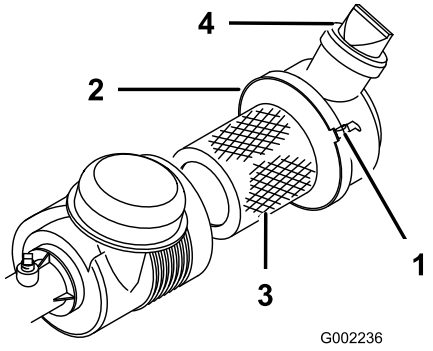

Figuur 36
Controleer de luchtfilterbehuizing op schade die een luchtlek kan veroorzaken. De stofkap moet stevig op het luchtfilter zijn bevestigd. Vervang een beschadigd luchtfilterbehuizing. Druk voor elke gebruik op de klep (Figuur 36) om stof en vuil te verwijderen. Geef het luchtfilter om de 100 bedrijfsuren een onderhoudsbeurt.
3. Maak de strip los waarmee het luchtfilterdeksel is bevestigd aan het luchtfilterbehuizing (Figuur 36) en verwijder het deksel.
7. Zet de strippen vast (Figuur 36).
4. Plaats het deksel met de klep naar beneden gericht en zet de strips vast (Figuur 36).